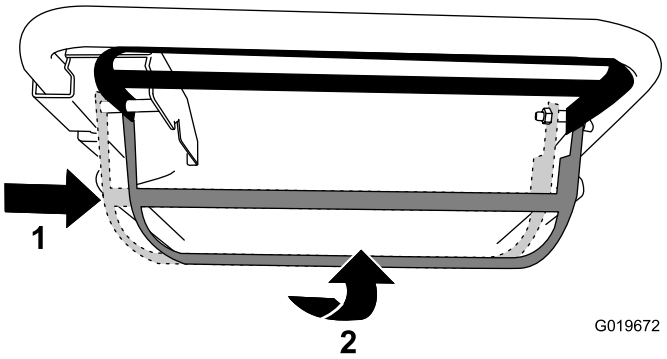

Figuur 16
- **Om de zelfaandrijving te gebruiken en het maaimes in te schakelen:** Beweeg de bedieningsstang van het maaimes helemaal naar rechts en til het naar de handgreep toe (Figuur 16).